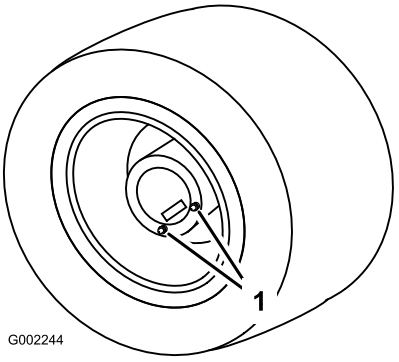

Figure 46
1. Position the sprayer on a level surface with the rear wheels positioned for draining as illustrated in Figure 46.
3. Place a pan under the drain plugs and remove them from the wheel (Figure 46).